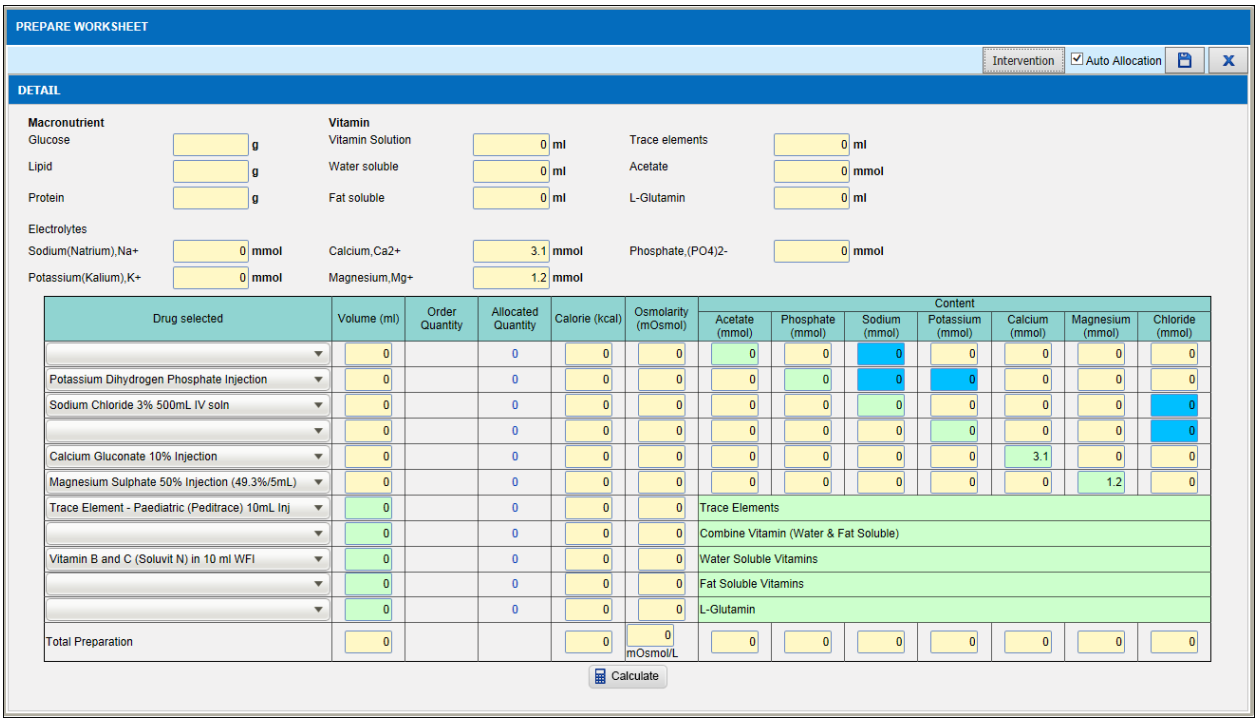

Figure 4.4-12 Prepare Worksheet
- ***Volume (ml), Order Quantity, Calorie (kcal), Osmolrity(mOsmol), Content*** *and* ***Total Preparation*** *will be automatically calculated and displayed by system as per Figure 4.4-12.*